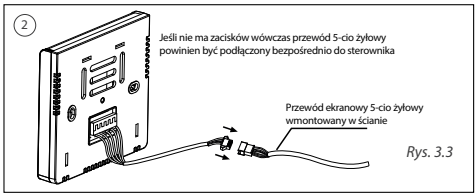

Rys. 3.3
3. Połącz przewody sterowania przewodowego z 5-żyłowym kablem przygotowanym do montażu na/w ścianie. (Patrz rysunek 3.3)